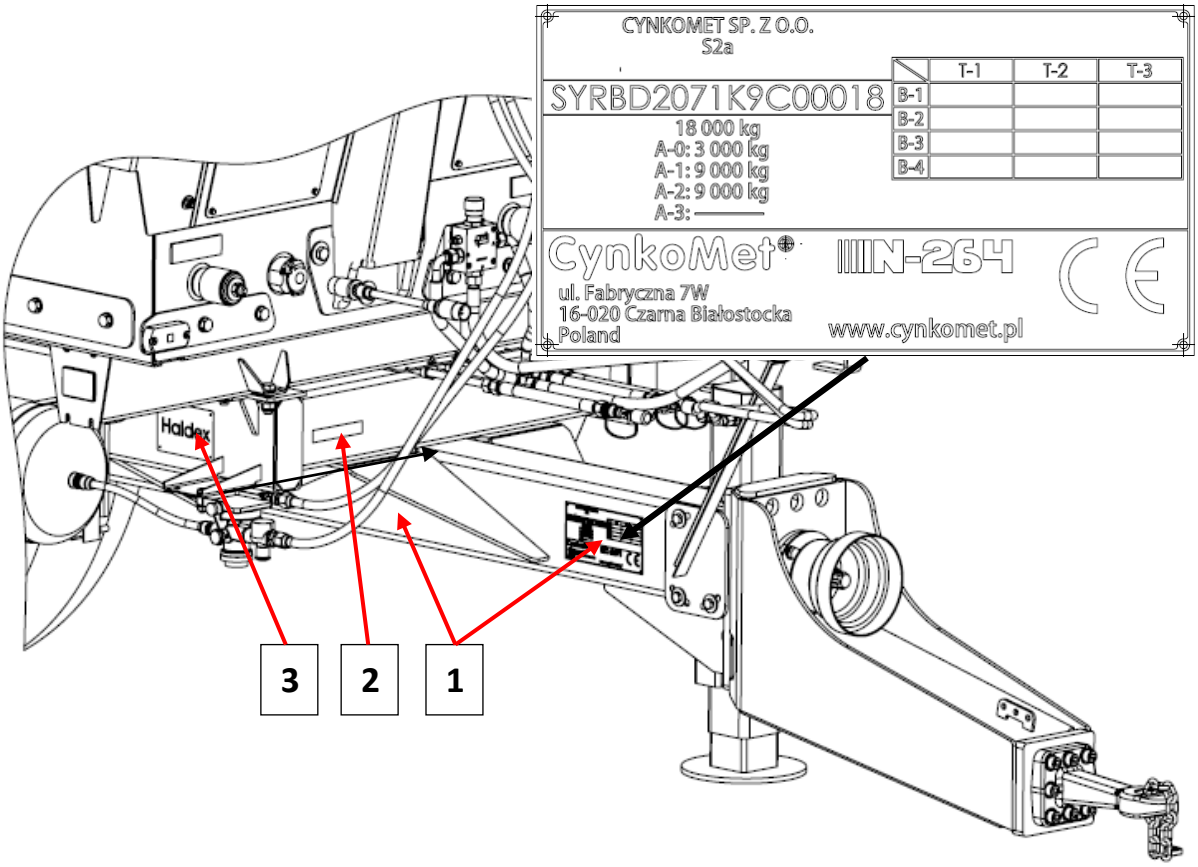

Rysunek 1.1. Możliwe miejsce umieszczenia tabliczki znamionowej i wybicia numeru fabrycznego
Rozrzutnik obornika oznakowany został przy pomocy tabliczki znamionowej (1), oraz numeru fabrycznego (2). Numer fabryczny jest wybity na belce przedniej ramy dolnej, natomiast tabliczka znamionowa znajduje się na belce dyszla ramy dolnej – rysunek 1.1.